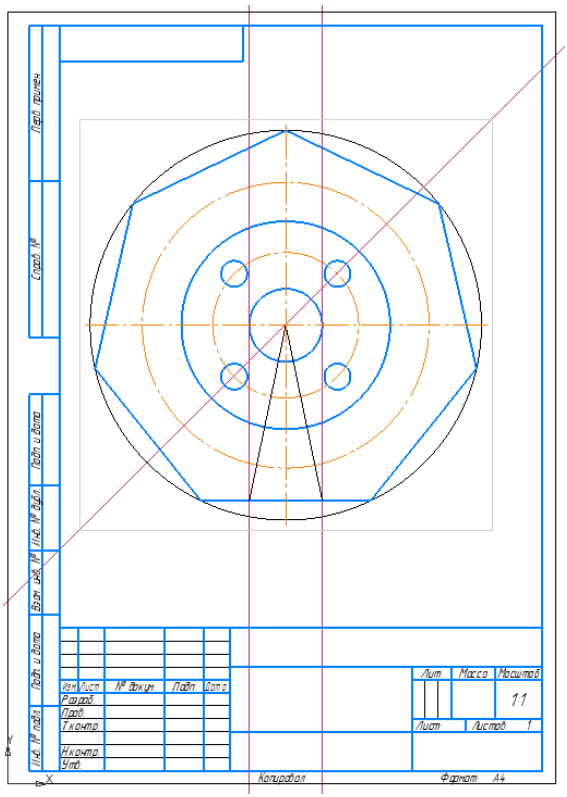

Рис. 5.23
6) Для построения контура выреза при помощи команды ***Вспомогательные параллельные прямые*** задайте границы выреза на расстоянии по 14 мм от вертикальной осевой линии в обе стороны (рис. 5.23). Для этого активируйте команду ***Вспомогательная параллельная прямая***, задайте параметр: ***Расстояние*** – 14, установите галочку ***С двух сторон,*** нажмите ***Enter***. Подведите курсор к вертикальной осевой линии модели, щелкните по ней, появятся две вспомогательные прямые, зафиксируйте построение. Стилем линии – ***Тонкая*** постройте две линии к центру окружности внизу модели (рис. 5.23).